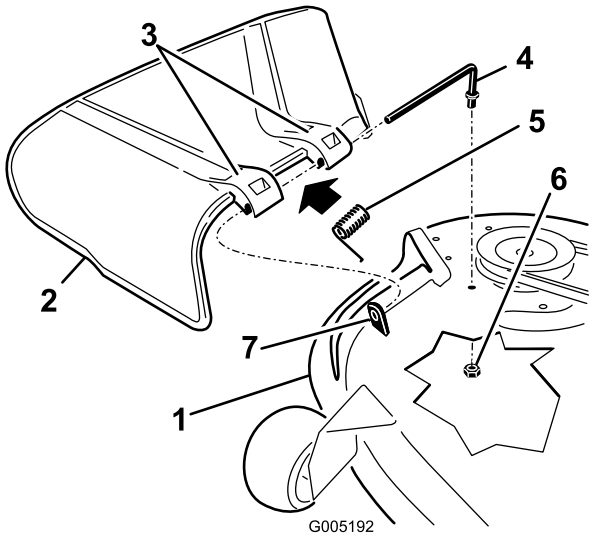

Figur 61
1. Finn delene som er vist i Figur 61.
2. Fjern mutteren (3/8 tommer) fra stangen under klippeenheten (Figur 61).
3. Skyv stangen ut fra den korte utstikkeren, fjæren og gressavlederen (Figur 61). Fjern den skadde eller slitte gressavlederen.
4. Skifte gressavlederen (Figur 61).
6. Plasser fjæren på stangen, med enden av kablene ned, og gjennom gressavlederbrakettene. Skyv stangen gjennom den andre gressavlederbraketten (Figur 61).
7. Sett stangen inn foran på gressavlederen i den korte avstikkeren på klippeenheten. Fest den bakre enden av stangen til klippeenheten med en mutter (3/8 tomme) (Figur 61).